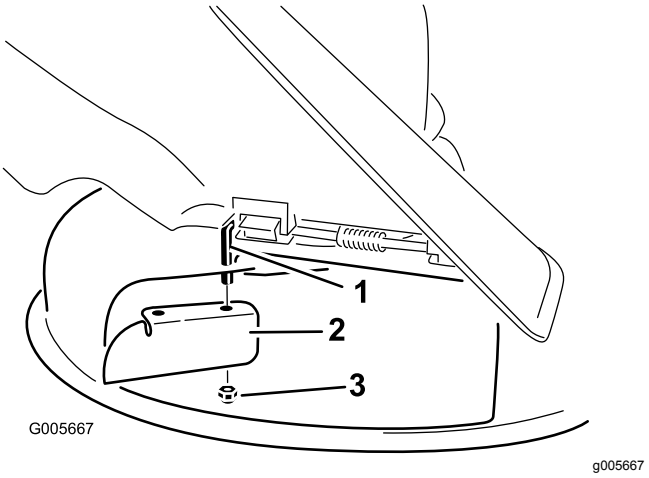

Figuur 24
7. Monteer de keerplaat op de draaistang (Figuur 24).
3. Verwijder de keerplaat van het maaidek (Figuur 24).